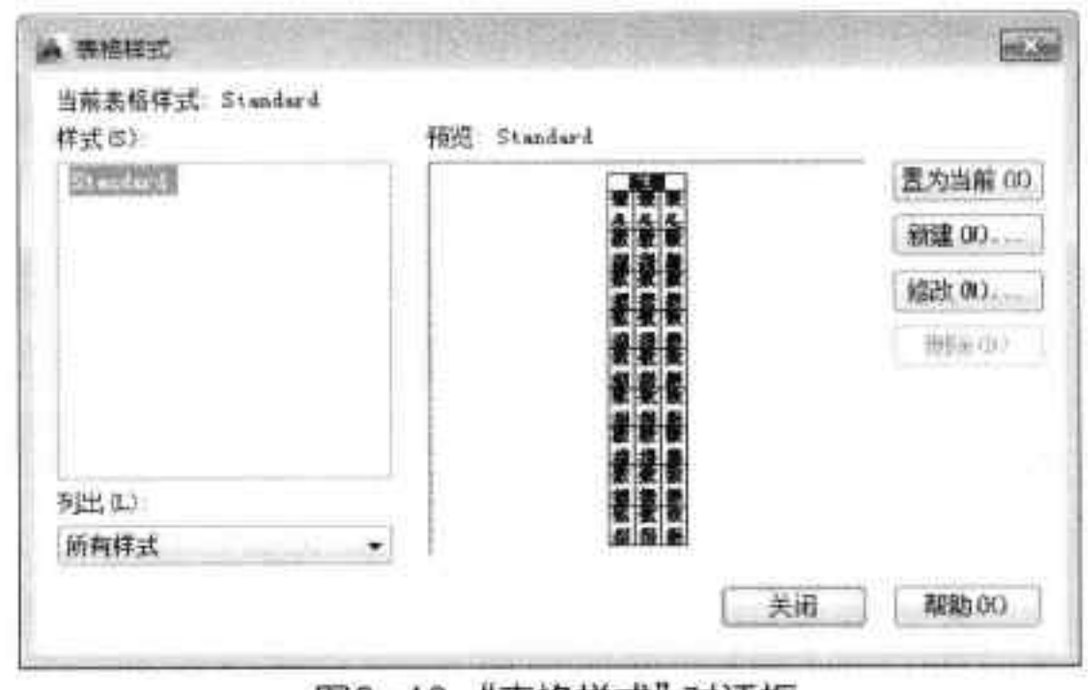

图8-40 “表格样式”对话框
Step 02 单击“启动表格样式对话框”按钮，打开“表格样式”对话框，如图 8-40 所示。